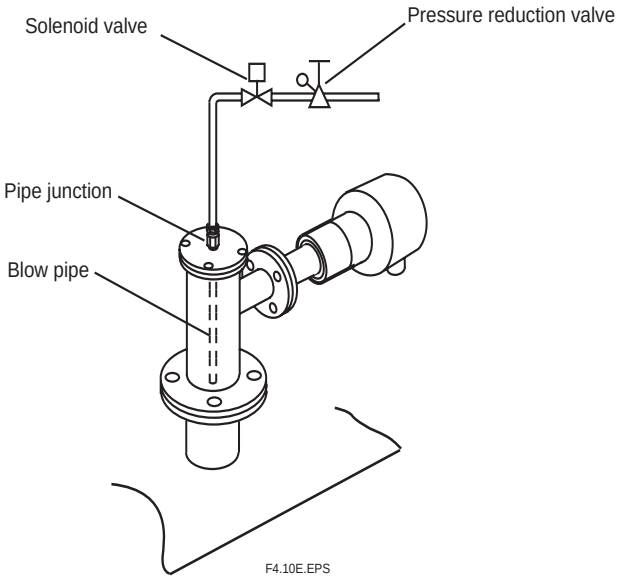

Figure 4.11 Blowback Piping
- Blow pipe (to be prepared as illustrated in Figure 4.11.)